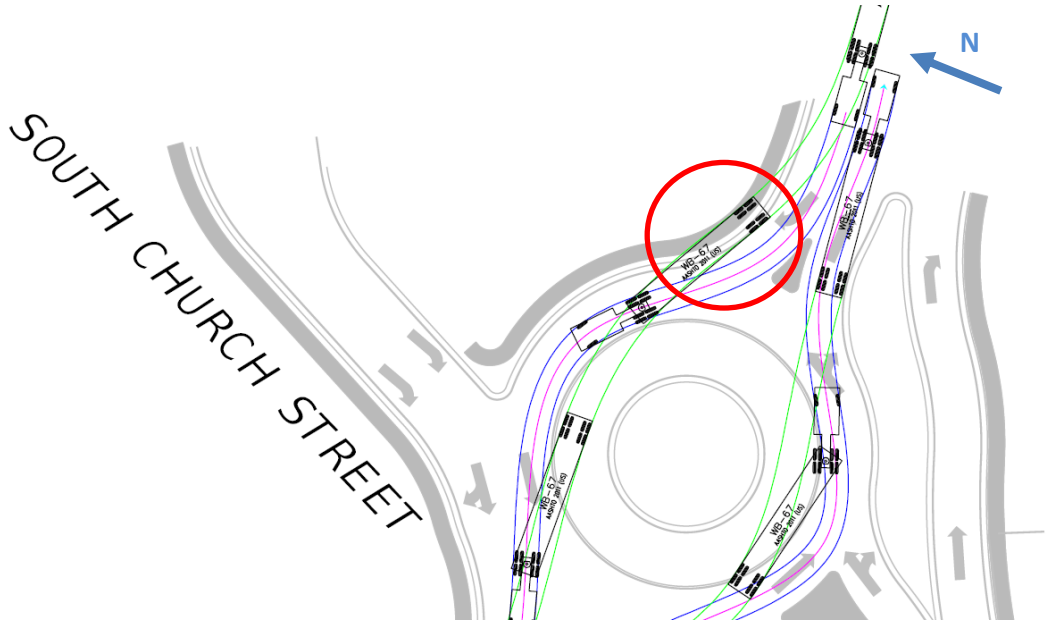

Figure 5. Southbound South Main Street Design Vehicle Checks
- As shown in Figure 5, the southbound South Main Street approach to the roundabout does not permit a WB-67 to enter the roundabout without encroaching upon the outside curb. This can be addressed by increasing the entry radius.